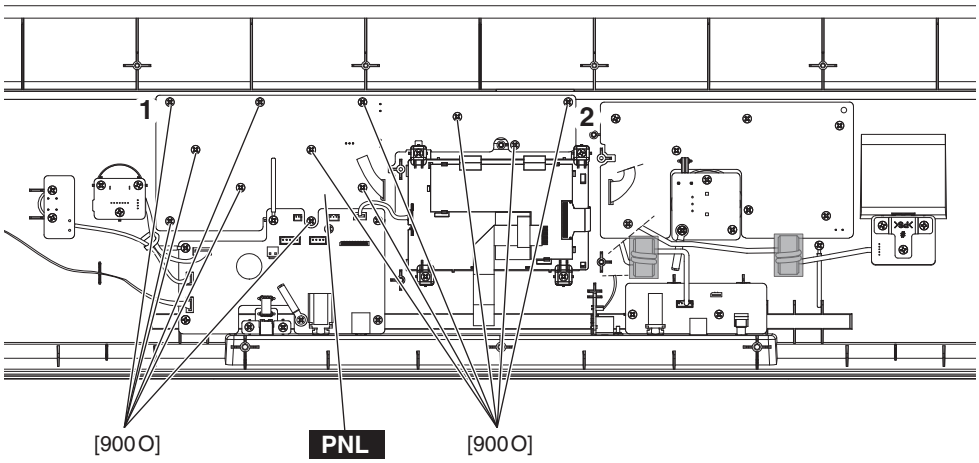

Fig.4
4-4 Remove the twelve (12) screws marked [900O]. The PNL circuit board can then be removed. (Fig.4)
* ***When the PNL circuit board is assembled, tighten the screws marked [900O] in the order of 1, 2 and the remaining screws. (Fig.4)***